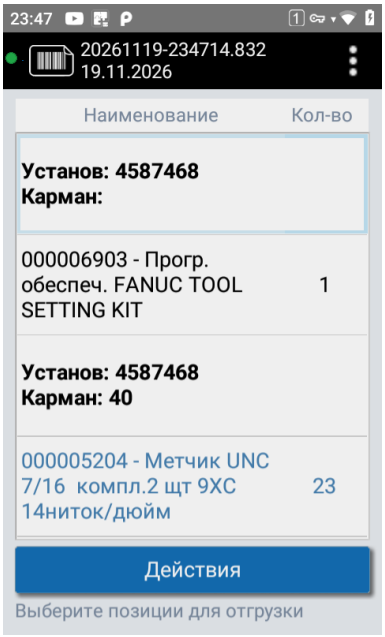

Рисунок 26. Строки документа выдачи по РТК
4. Откроется документ со строками (см. Рисунок 26). Строки с комментарием технолога выделены синим (комментарий виден в строке), частично подобранные – оранжевым. Порядок строк задаётся настройкой «Группировка позиций, полученных из РТК».